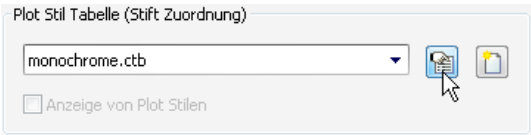

Bild 15.6 – Einstellen der Plotstiltabelle
- Im Gruppenfeld *Plot Stil Tabelle* wählen Sie *monochrome.ctb* aus dem Listenfeld und klicken auf die kleine Schaltfläche *Bearbeite Plot-Stil* (Abb. 15.6).